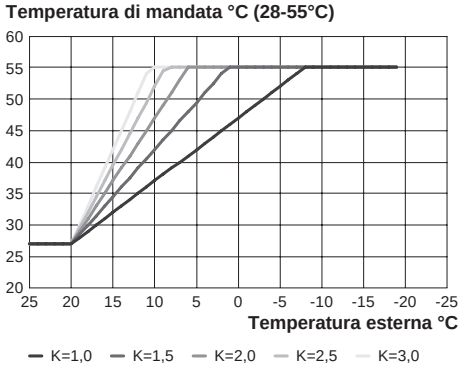
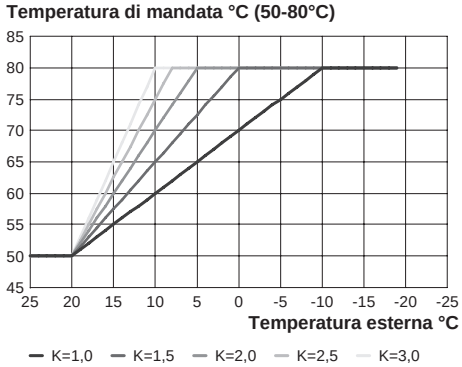

Figura 5.29
Figura 5.30
Con temperatura di regolazione riscaldamento **28-55°C** (Figura 5.29) o con temperatura di regolazione **50-80°C** (preimpostata di fabbrica) (Figura 5.30) (vedere "Selezione del set temperatura riscaldamento" a pag. 47).
- Utilizzando i tasti 16 o 17 è possibile modificare il valore del parametro P08 da un minimo di **1,0** ad un massimo di **3,0** in base alla curva scelta del coefficiente K in Figura 5.29 (il valore letto sul display corrisponde a valori decimali di coefficienti K).